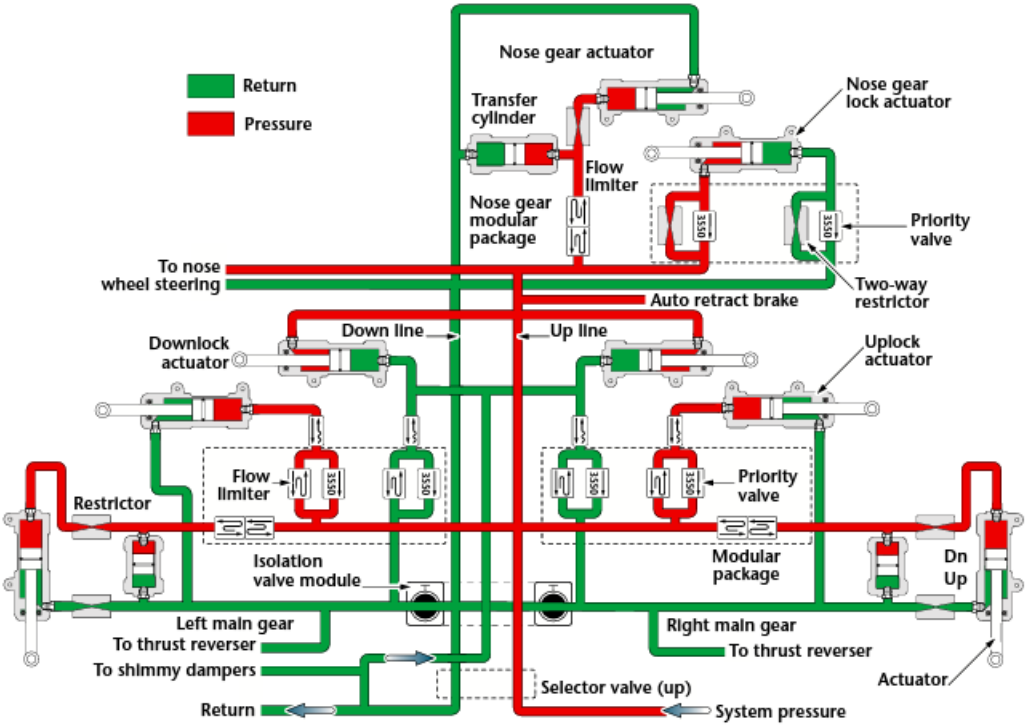

Figure 3-1-24. A schematic of the landing gear hydraulics of a B737 while retracting.
Landing gear hydraulic schematic (UP). With the landing gear control lever placed in the up position, the up line pressurizes. The main and nose gear are hydraulically actuated to retract simultaneously. The pressure then goes to the modular packages (Figure 3-1-24).